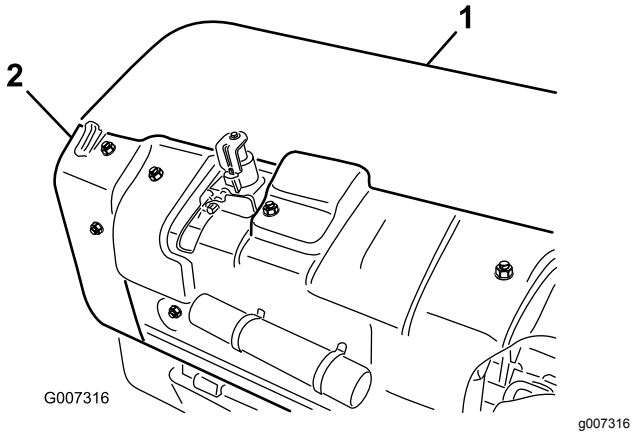

Figur 36
1. Fjern det bakre luftehodedekslet (Figur 36).
2. Fjern øyeboltene som fester skyddet og fjern skyddet (Figur 36).